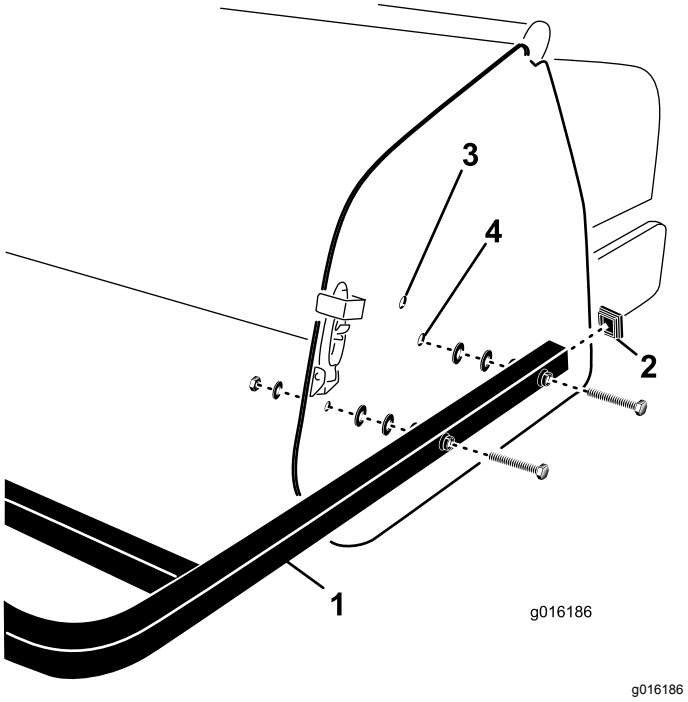

**Figur 31**
1. Sätt in ändkåporna i ändarna på rören på de bakre skydden (Figur 31).
2. Passa in hålen i monteringsrören på det bakre skyddet med hålen i luftarens sidoplåtar (Figur 31).
3. Fäst skyddets monteringsrör vid sidoplåtarna med fyra skruvar, planbrickor och muttrar (Figur 31).